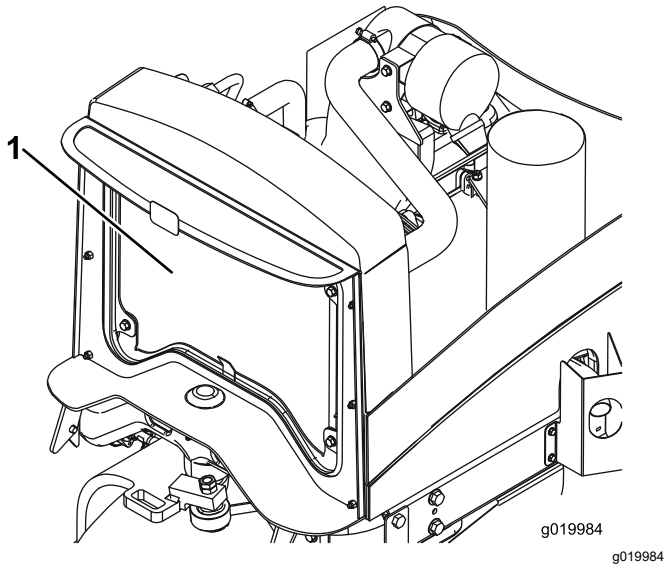

Figuur 62
4. Reinig beide zijden van de radiateur grondig met perslucht (Figuur 62).